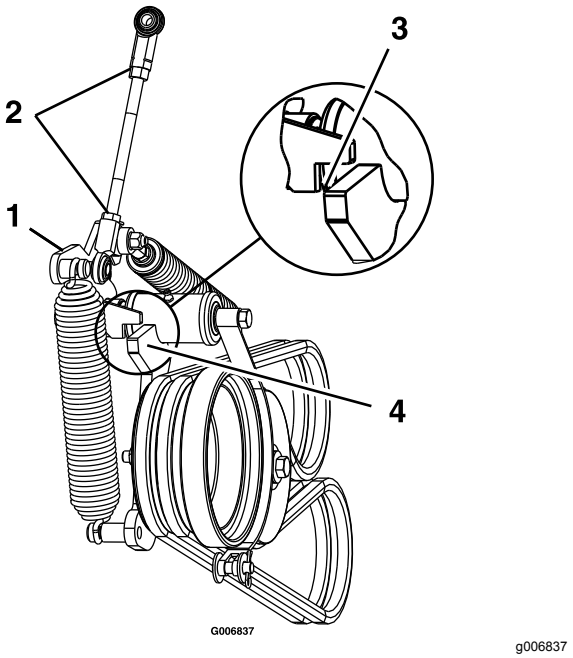

**Figure 56**
12. Desserrez les écrous de blocage et réglez la tringlerie jusqu'à ce que le haut du bras de la poulie de tension soit aligné sur le bas du cran du bras de tension, comme montré à la Figure 56.